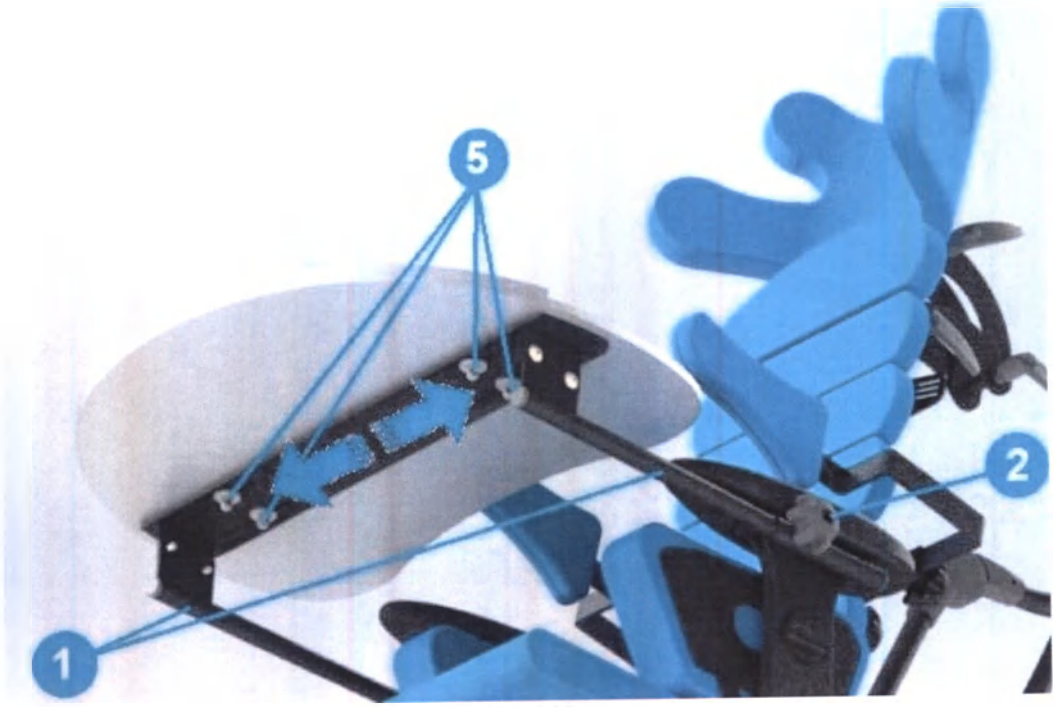

Рис. 12
8.4.1 Регулировка положения держателей столика *Рис. 12*.